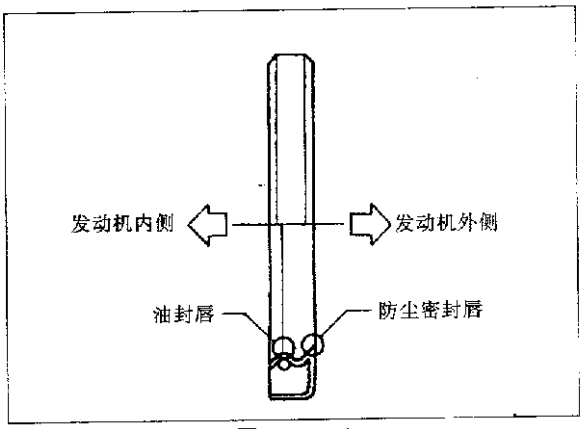

图 2-5-4
(13) 在油封上涂以润滑油，用专用工具及方法 A 安装油封。
(14)油封的安装方向见图 2-5-4。